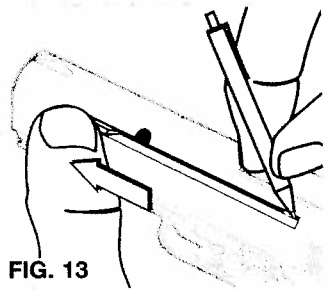

FIG. 13
4. Look inside the Magazine slot on top of the gun. If a BB is visible, use a ballpoint pen, screwdriver, etc. to remove the BB from the gun as shown (see Fig.13).
CAUTION: Do not assume that the gun is empty of BBs when the BBs are removed from the gun. Verify that all BBs are removed as illustrated in Fig. 13. **Always treat the gun as if it were loaded and ready to fire.**